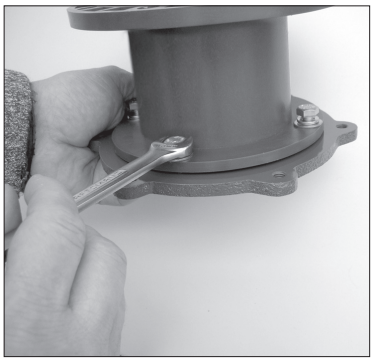

Figure 31
3. Install (4) flat washers, lock washers and M8 bolts (items 22, 23, 24). Tighten evenly using a star pattern. Tighten to 60 in-lbs (6.8 N-m). See figure 31.